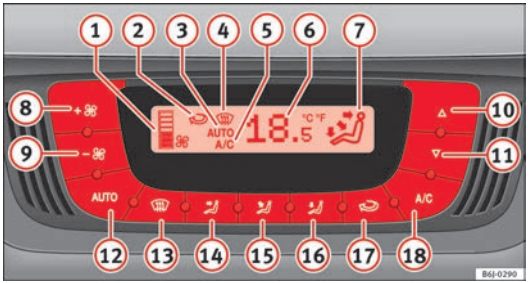

Fig. 107 Climatronic controls on the dash panel
– Press keys (10) and (11) ⇒ Fig. 107 to adjust temperature.
(1) Blower level indicator.
(2) Air recirculation display:
(3) Display **AUTO** (Automatic operation)
(4) Demisting indicator
(5) AC indicator (Cooling connected)
(6) Interior temperature indicator selected
(7) Air flow direction indicator
(8) Fan speed increase
(9) Fan speed decrease
– Press the AUTO button. The indication ⇒ Fig. 107 3 is displayed.
– Press keys 10 and 11 ⇒ Fig. 107 to adjust the desired temperature inside the vehicle. We recommend +22 °C (+72 °F).
– Press one of the buttons ⇒ Fig. 107 14 to 16 or press the blower control 8 and 9 down. The indicator is switched off 3.
The blower can be adjusted with buttons 8 and 9 ⇒ Fig. 107. If the blower is off (level 1 is not shown on the screen) and button 9 is pressed after 1 second, the Climatronic switches off.
– Press the button to switch air recirculation mode on or off. This is ON if the symbol ⇒ Fig. 107 is displayed on the screen.